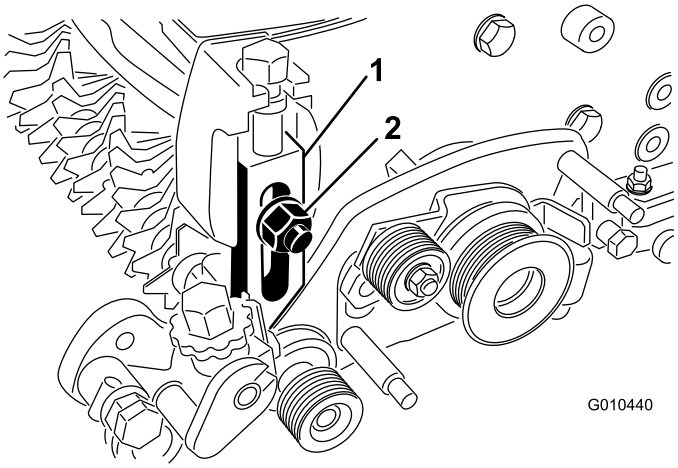

Figura 32
5. Retire o parafuso de carroçaria, porca e anilha que prendem o conjunto do braço da altura de corte à placa lateral (Figura 32).